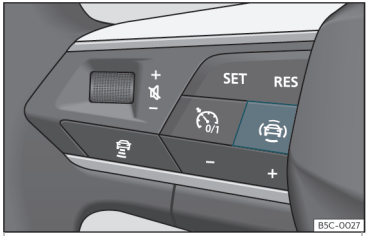

Fig. 58 Left side of the multifunction steering wheel: button for driver assistance systems (depending on versions).
- Press the button >>> **Fig. 58** to open the **Aids** menu.